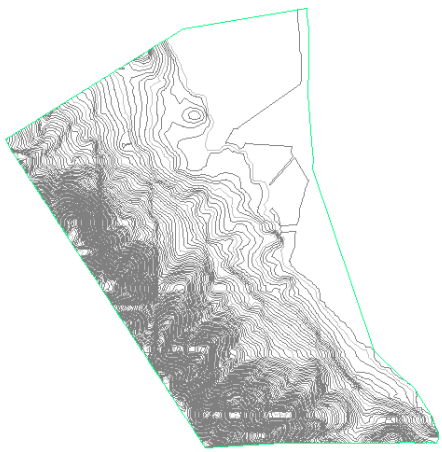

Figure 3-76 *Surface created from GIS data*
10. Enter **ZE** at the Command prompt and press ENTER to zoom to the extent of the drawing. The surface created from GIS data is displayed, as shown in Figure 3-76.